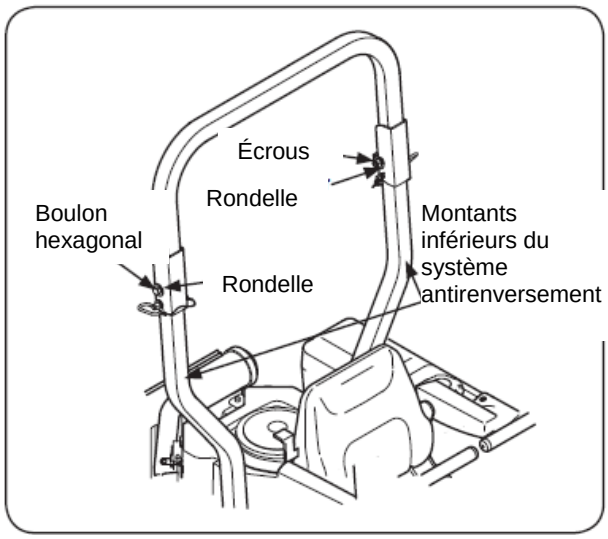

Figure 3-3
4. Installez la section supérieure du système antirenversement sur les montants inférieurs du système antirenversement. Installez les boulons HHCS (1/2 – 13 x 3.25), les écrous et les rondelles. Consultez la Fig. 3-3